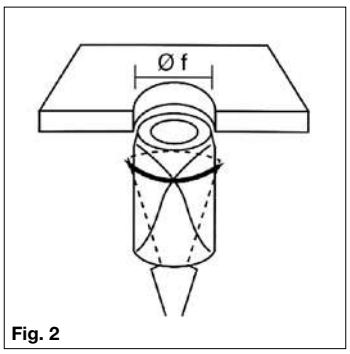

Fig. 2
- *Tenendo fermamente i terminali, inserire la copertura attraverso il foro che ospiterà il faretto (Fig. 2).*
- *Holding the terminals firmly, insert the cover through the hole that will house the downlighter (Fig. 2).*